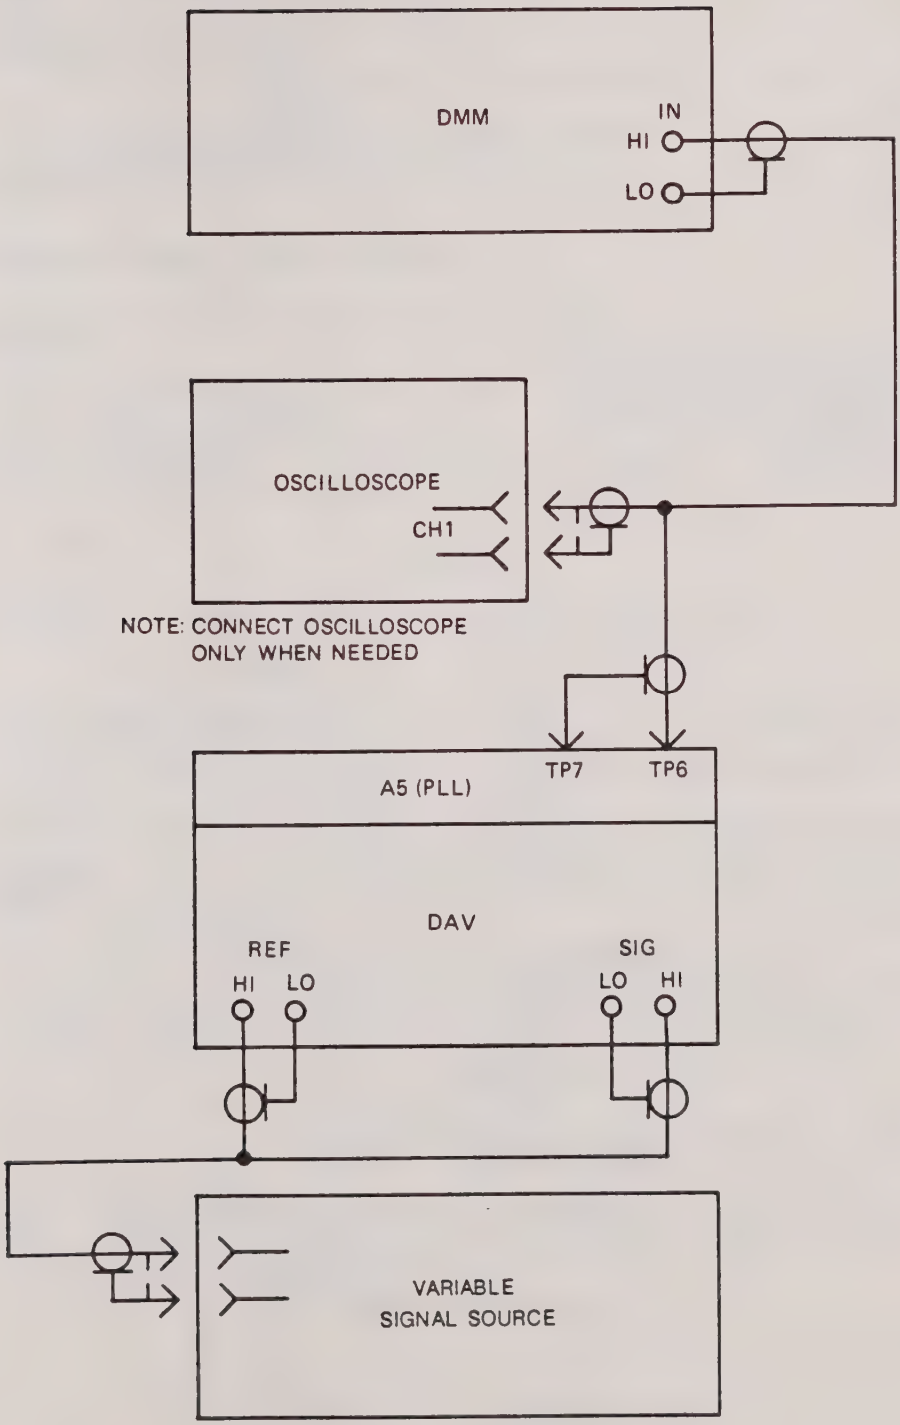

Figure 3-13. Phase Locked Loop Adjustment, Test Setup Diagram
1. Set up equipment as shown in figure 3-13.
2. On Phase Locked Loop (PLL) A5, connect DMM between test points TP6 (HI) and TP7 (LO).